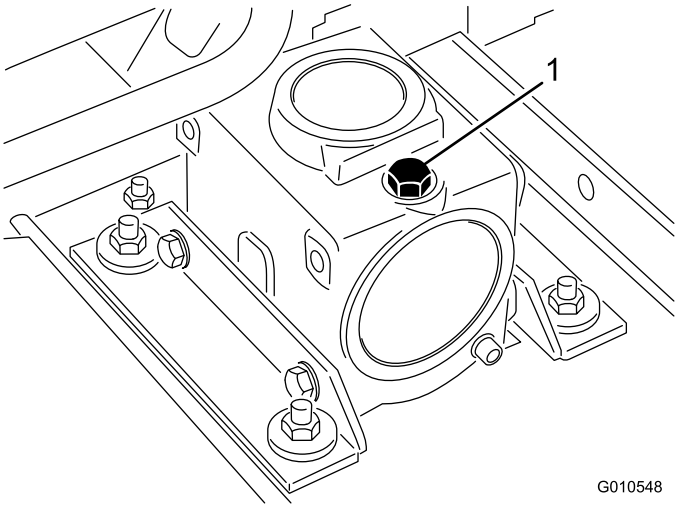

Figura 12
2. Togliete il tappo di riempimento/asta di livello da sopra gli ingranaggi (Figura 12) e verificate che il lubrificante si trovi tra i segni riportati sull'asta. Se il lubrificante è insufficiente, rabboccatelo fino a raggiungere il livello compreso tra i segni.